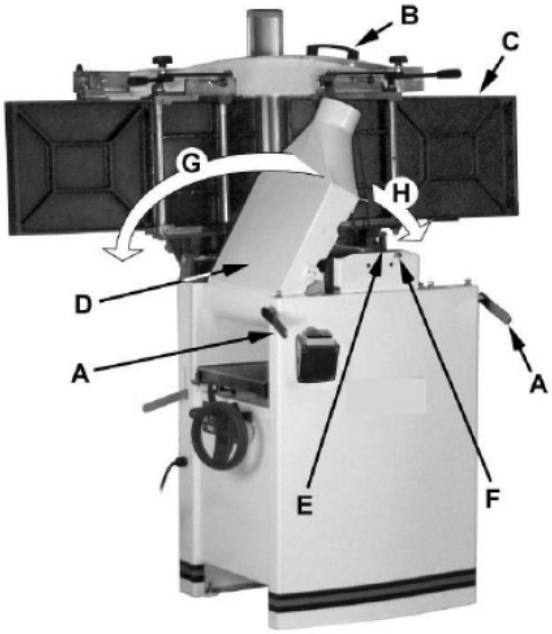

Abb. 5-2: Rückumstellung der Hebelfunktion auf die Abrichtfunktion
In angehobenem Zustand muss sich der Ausgabetisch (Abrichtseite) in der vertikalen Position befinden, wie in (Pos. C, Abb. 5-2) dargestellt:
1. Die Verriegelung (Pos. E, Abb. 5-2) muss eingerastet sein, damit der Tisch nicht unbeabsichtigt nach vorne fällt.
2. Anschließend ist die Absaughaube (Pos. D, H, Abb. 5-2) nach rechts zu positionieren. Dabei ist äußerst sorgfältig darauf zu achten, jeglichen Kontakt mit den Messern der Hobelwelle zu vermeiden. Gegebenenfalls muss der Hobeltisch abgesenkt werden, um ausreichend Platz für die Positionierung der Absaughaube zu schaffen.
Zur Rückumstellung von der Hobelfunktion auf die Abrichtfunktion ist wie in (Abb. 5-2) dargestellt vorzugehen: